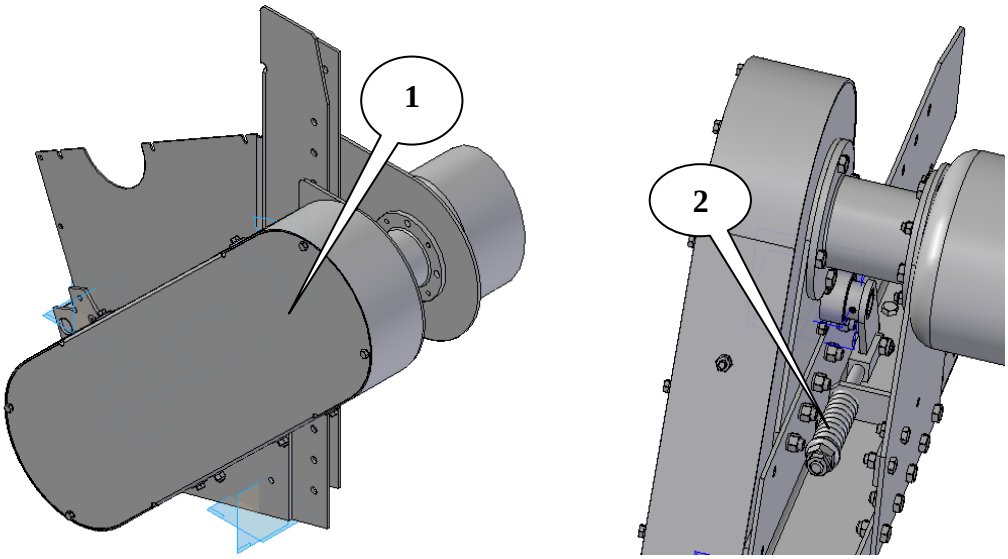

Рис. 24.
Привод (Рис. 24) находится в закрытом от пыли и грязи корпусе привода (1).
Пружинный узел натягивания (рис. 24./2) надо так регулировать, чтобы устранить слабость. Нельзя перетянуть цепь, так как она быстро износится. В том случае, если цепь настолько расстянулась, что уже нет возможности для натягивания, то в случае непрерывной (кольцевой) цепи надо поменять цепь или в случае небезпрерывной цепи удалить полузвено.